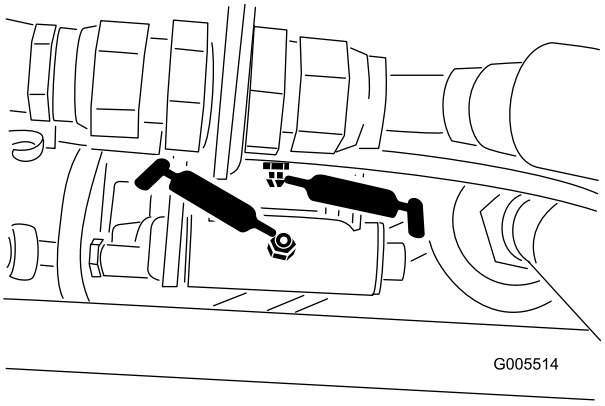
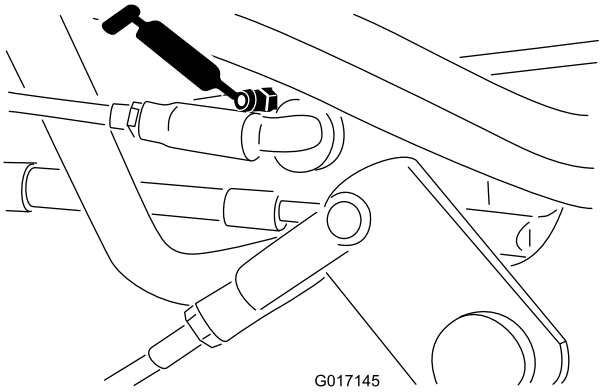

Figur 41
Figur 42
- Hastighedsregulatorforbindelse (Figur 41 og Figur 42)